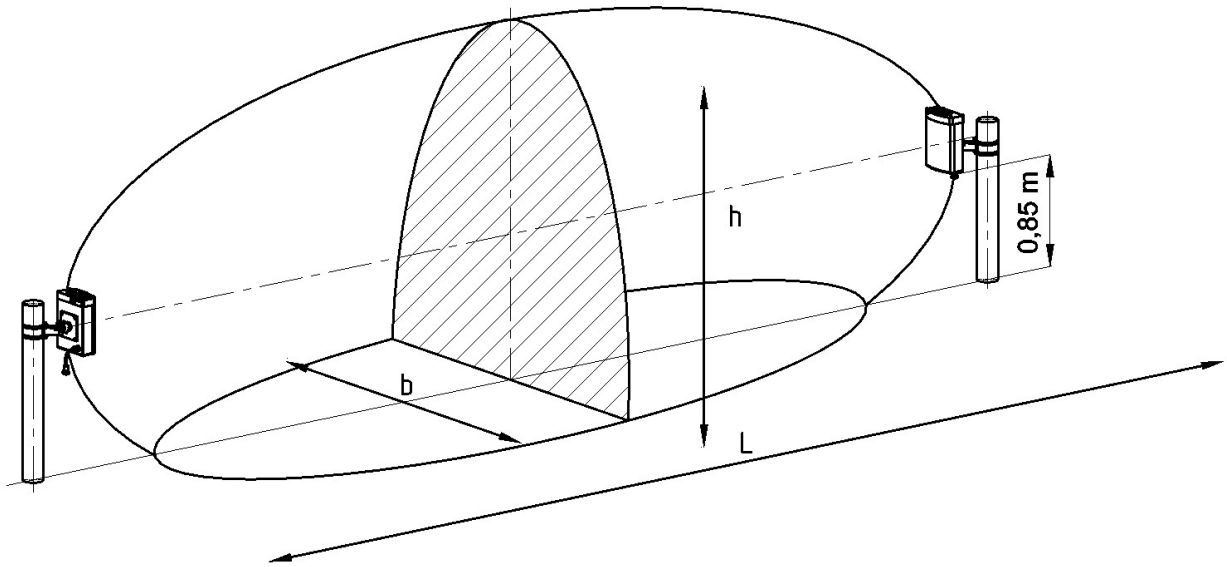

**Fig.1.1. Detection zone**
The configuration and the dimensions of the detection zone are given in fig.1.1. and table 1.1
1.2.3. In Fig.1.1 and Table 1.1 the height (h) and the width (b) of the detection zone are given for the middle of the sector. Moving towards the receiver or transmitter these dimensions decrease evenly, given the geometry of positioning the receiver and transmitter.